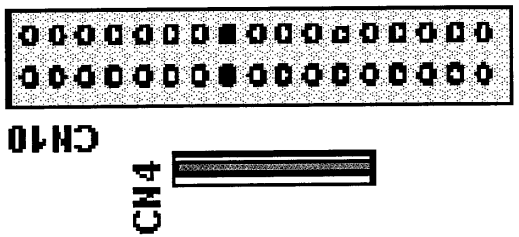

Рис. 2-6 **Расположение контактов на разъеме CN10**
5. Проверьте напряжение между общей клеммой логики и контактами 15 и 16 разъема CN10 на главной плате (рис. 2-6).